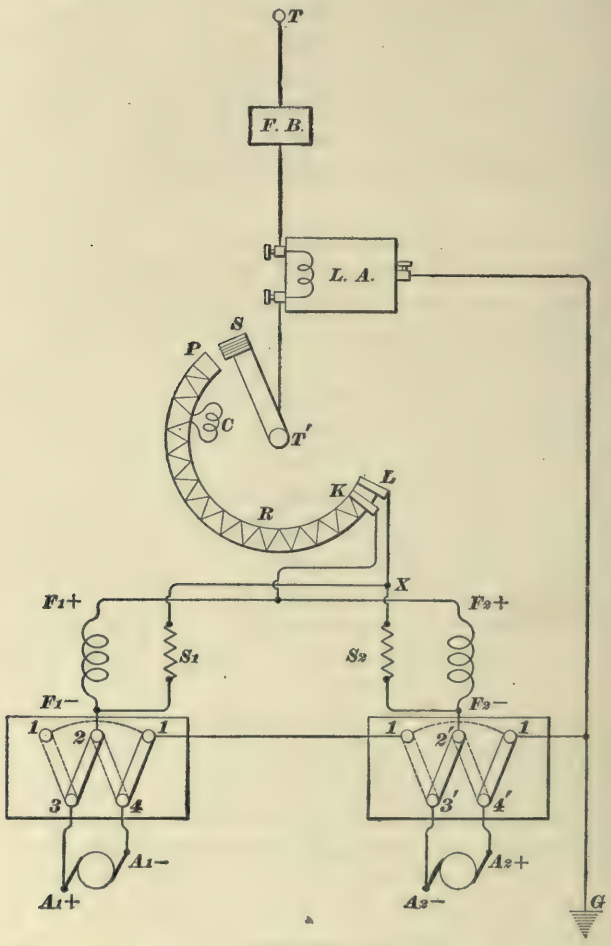
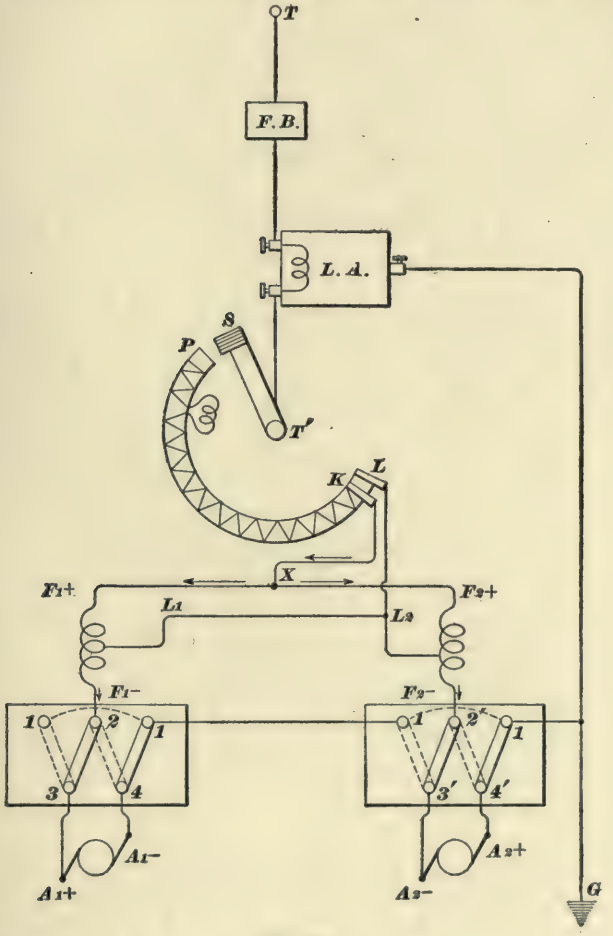

FIG. 27.
FIG. 28.
**35. Diagram of Wiring.**—Fig. 27 shows the connections of the shunt, and Fig. 28 those of the loop used in conjunction with two reverse switches. In the case of the shunt, the brake action of the motors is apt to be less marked, because the shunt-car wire and the two shunts in
Fig. 27, an open circuit takes place in No. 1 motor field coil, the motor can get no field, and there is, therefore, a short circuit through No. 1 shunt and No. 1 armature as soon as shoe $S$ touches $L$. If the fault takes place in No. 2 motor,
An open circuit in either shunt throws the remaining shunt across both fields, and its effect on the speed can be little felt, because its resistance is so high, compared to that of two fields in multiple, that it takes very little current. In the case of the loop, Fig. 28, the effects are somewhat different; an open circuit in the upper part of either field will cut that motor out of action until *S* touches *L*, when the loop wire bridges the open circuit, throws the faulty motor with a weak field across the line, and causes the car to jump. The effect of such an open circuit, then, is to make the car start slowly (on one motor), but jump on the loop. If an open circuit takes place in the lower part of either field, the motor is of no use at all, because the fault is beyond the loop wire; and at no stage in the course of the shoe *S* around the rheostat can the current get to the armature of the faulty motor.